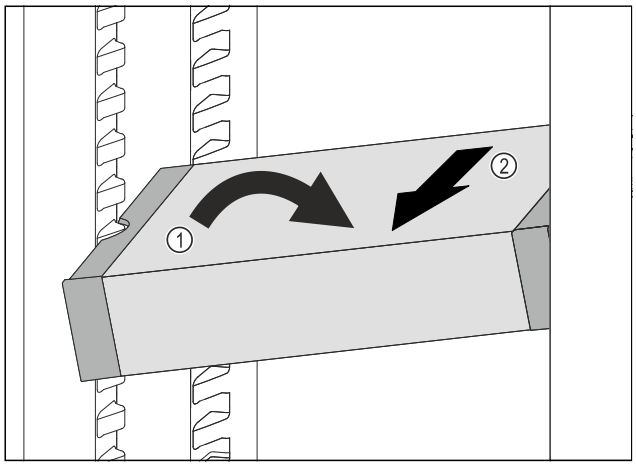

Fig. 118
▶ Novietojiet VarioSafe slīpi ledusskapja nodalījumā. *Fig. 118 (1)*
▶ Izņemiet VarioSafe uz priekšu. *Fig. 118 (2)*